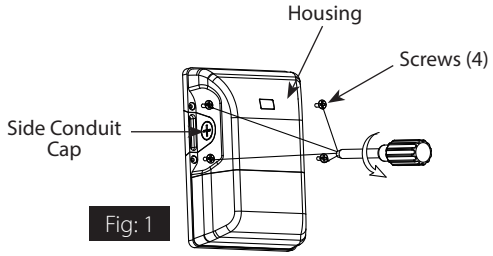
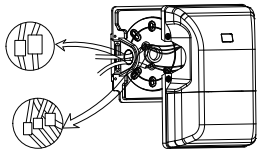

Fig: 1
Fig: 5
1. Loosen **Housing** side **Screws** *(4)* as shown in **Fig. 1.**
5. Feed supply wires through **Housing Back Plate** as shown in **Fig. 5**. Wire the **Housing** leads to supply wires using UL listed wire connectors according to NEC and local codes (***Fig. 9***). Push all wires into the housing.
6. Place wired **Housing** over the **Housing Back Plate** and secure with *(4)* **Screws** *(provided)* as shown in **Fig. 1.**
7. For **Side Conduit** wiring, remove **Side Conduit Cap** using a screwdriver as shown in **Fig. 1**. Feed supply wires through conduit opening with a suitable connector as shown in **Fig. 5**. Wire the driver leads to the supply wires using UL listed wire connectors according to NEC and local codes (***Fig. 9***). Refer to Step 6 for mounting **Housing** to surface or junction box.